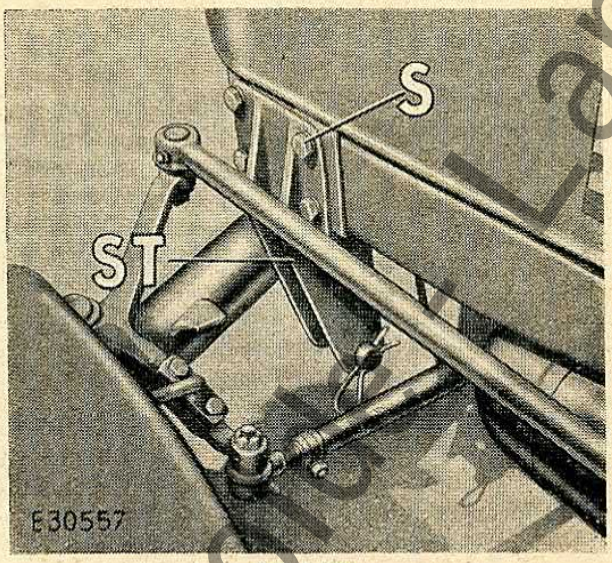

Bild 10
5. Stützbock (ST, Bild 10) an den vorhandenen Sechskantschrauben (S) am Tragrahmen vorn links mitbefestigen.